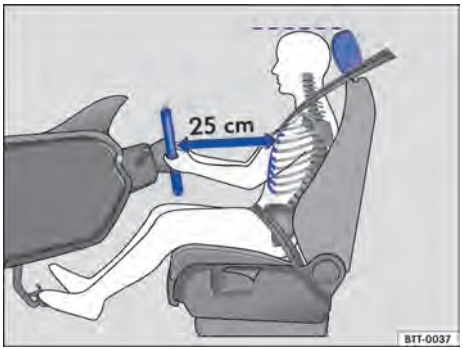
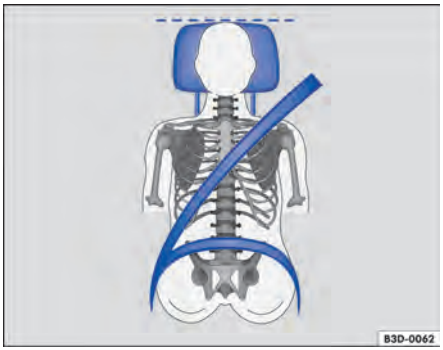

Fig. 41 A distância correta entre o condutor e o volante deve ser de, no mínimo, 25 cm.
Fig. 42 Posição correta do cadarço do cinto de segurança e ajuste correto do apoio para cabeça.
- Ajustar o apoio para cabeça de modo que a sua borda superior se encontre preferencialmente na mesma linha da parte superior da cabeça – porém não abaixo da altura dos olhos. Posicionar a parte posterior da cabeça o mais perto possível do apoio para cabeça ⇒ Fig. 41 e ⇒ Fig. 42.
- Ajustar o volante de modo que a distância entre ele e o tórax tenha no mínimo 25 cm ⇒ Fig. 41 e que o condutor possa segurar o volante pela borda externa com as duas mãos e os braços ligeiramente dobrados.